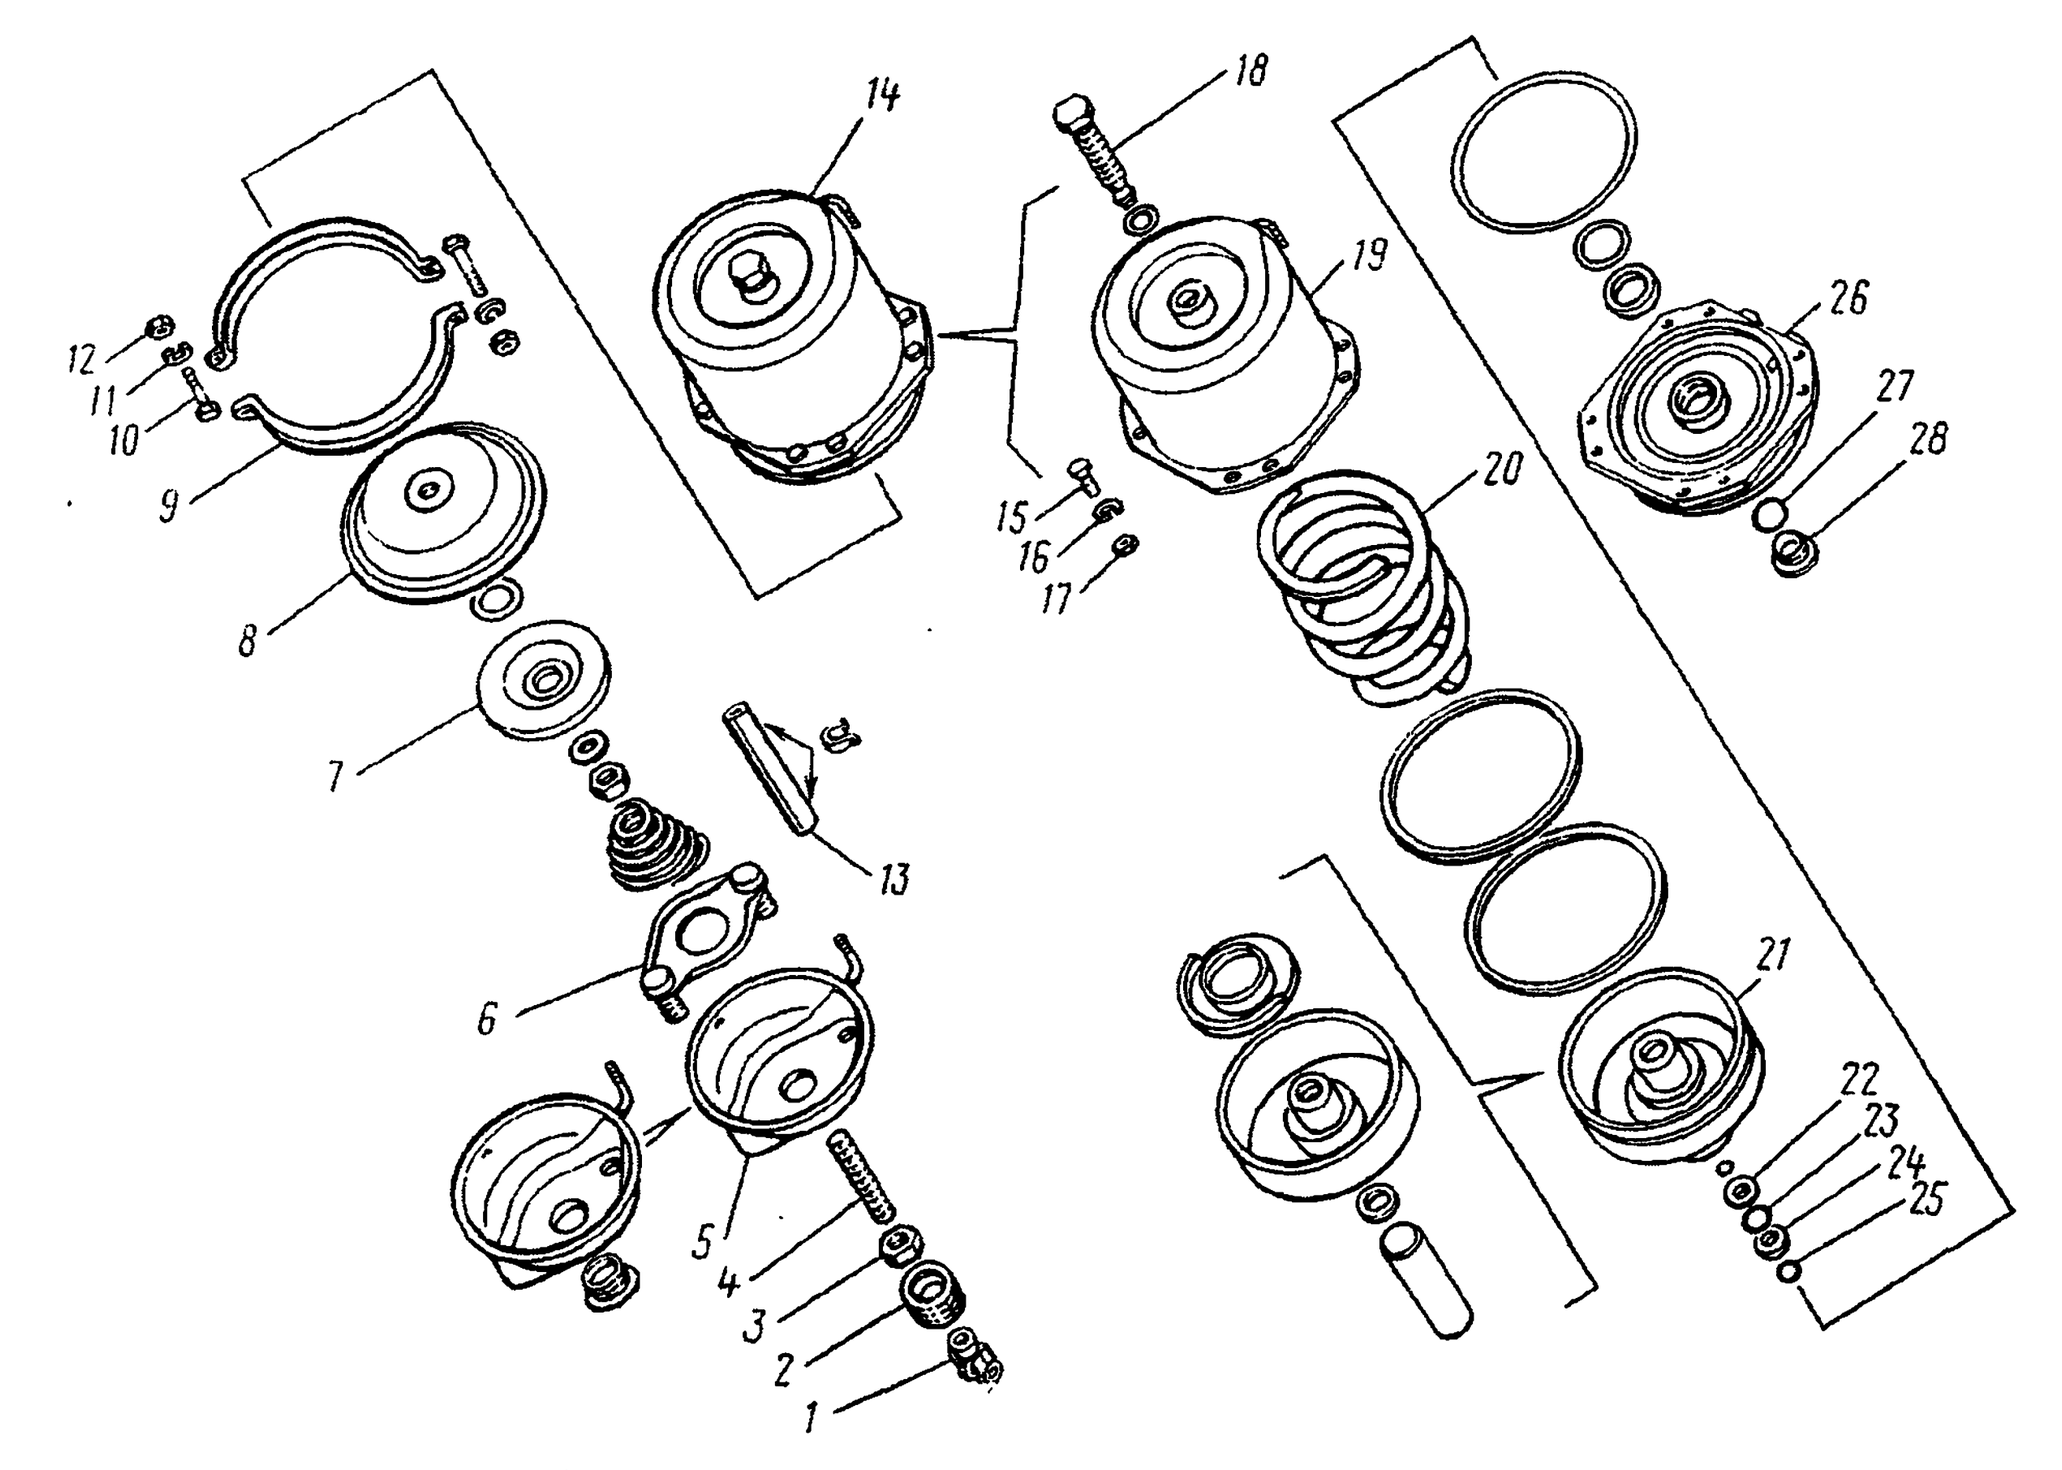

Рис. 334. Камера тормозная с пружинным энергоаккумулятором типа 24/24:
1. Отверните со штока *4* (рис. 334) вилку *1*, ослабив контргайку *3*	Верстак слесарный, бородок, ключ 22 мм